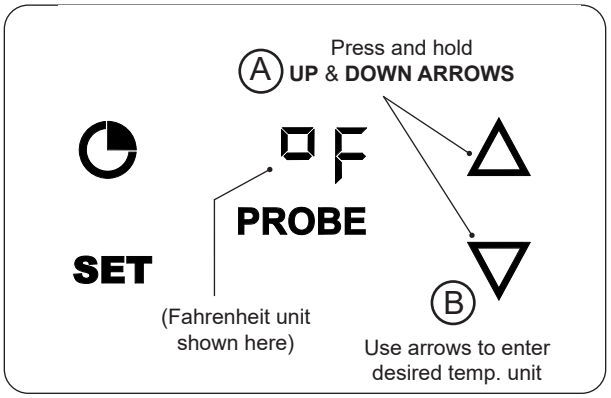

Fig. 32-4 Change temp. unit
1. Press and hold the **UP** and **DOWN** arrows until **°F** or **°C** is displayed (Fig. 32-4, A).
2. Press the **UP** or **DOWN** arrow to select the desired temp unit (Fig. 32-4, B).